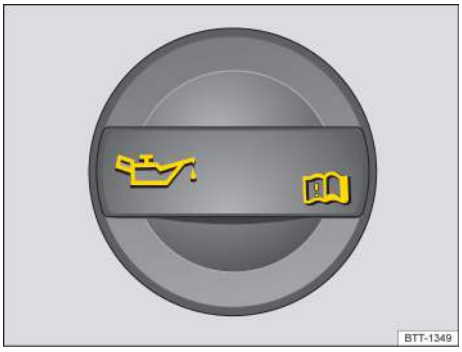

Fig. 171 In the engine compartment: Engine oil filler cap (cap design may vary depending on vehicle equipment).
4. Find the oil filler opening and the dipstick. You can identify these by the symbol on the engine oil filler cap → fig. 171 and the colored handle on the dipstick. If you are not sure where the cap and the dipstick are located, see your authorized Volkswagen dealer or authorized Volkswagen Service Facility for assistance.
9. Remove the cap on the engine oil filler opening → fig. 171.